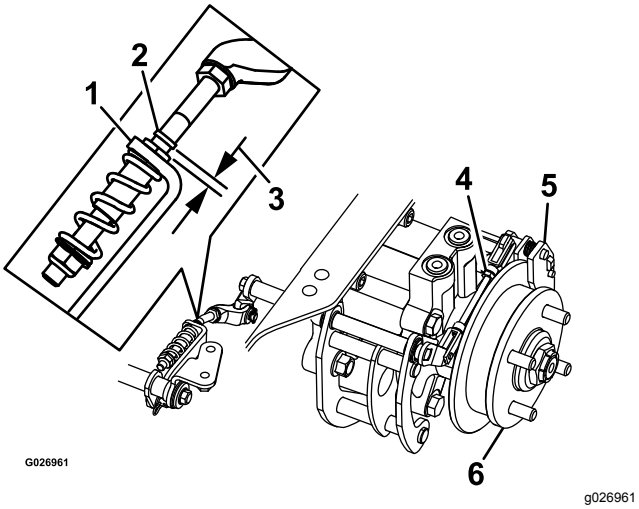

Figur 89
7. Kontrollera om det finns ett synligt mellanrum mellan L-fästet och länkstoppet (Figur 89).